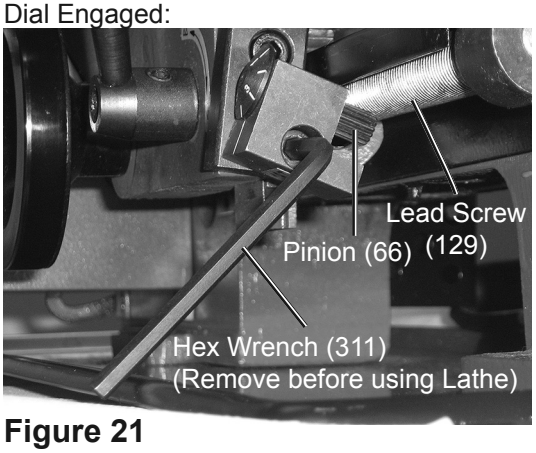

Figure 21
b. Use the 5mm Hex Wrench (part of 311) to loosen the Plate (303) and the Threading Dial Body (68).
c. Rotate both pieces so the Pinion (66) on the back side of the Threading Dial Body makes contact with the Lead Screw (129) ("Dial Engaged" in Figure 21, bottom photo).
e. To dis-engage the Threading Dial Body when not in use, loosen the Plate and rotate the Dial away from the Lead Screw (129), then retighten the Plate.